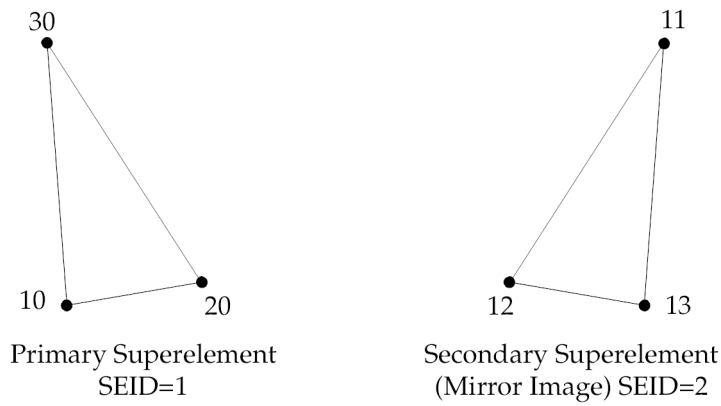

Figure 17-5. Grid Point Correspondence Between Primary and Secondary Superelements
2. In Figure 17-5, the exterior grid points of 10, 20, and 30 of SEID=1 correspond to the points 13, 12, and 11, respectively, of image SEID=2. The CSUPER entry may be defined alone or with a SEQSEP entry as shown in Figure 17-5.